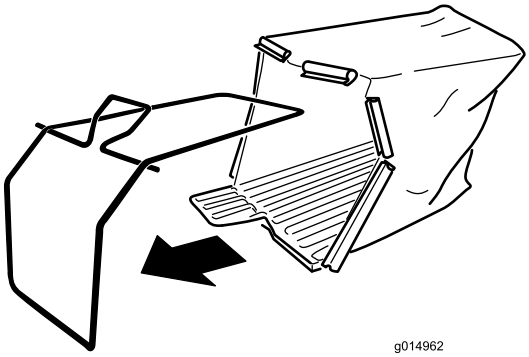

Figur 5
1. Sky posen over ledningsrammen som vist i Figur 5.